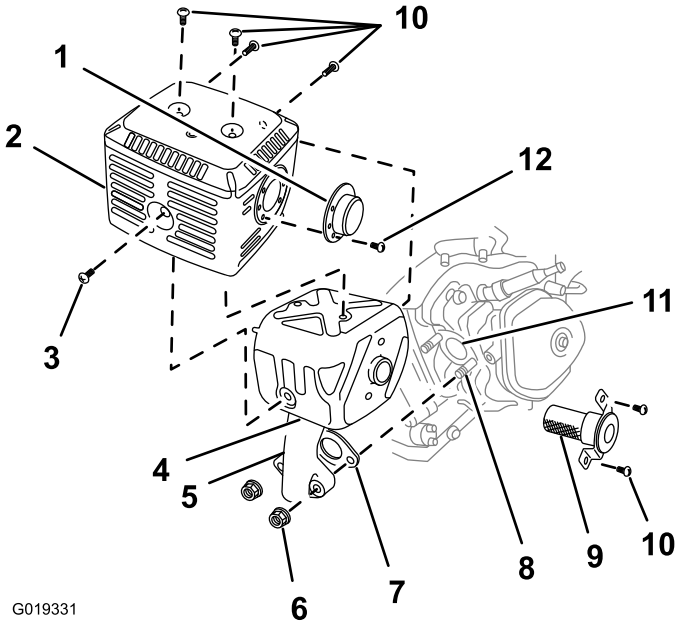

Figura 58
2. Retire las 2 tuercas (8 mm), y retire el silenciador del cilindro (Figura 58).
3. Retire los 3 tornillos (4 mm) del deflector del escape, y retire el deflector (Figura 58).
4. Retire los tornillos (5 mm y 6 mm) del protector del silenciador y retire el protector del silenciador (Figura 58).
5. Retire el tornillo (4 mm) del parachispas, y retire el parachispas del silenciador (Figura 58).